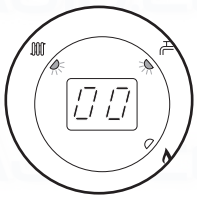

Fig. 77
6. The display will show '00', indicating maximum rate, then revert to 'P ' alternating with the current boiler temperature (Figs. 77, 78 & 79).